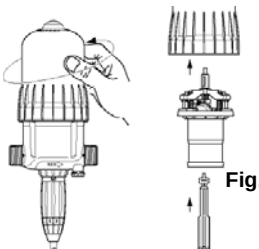

Fig. 16
- Desenroscar manualmente la campana y retirarla (**Fig. 16**).